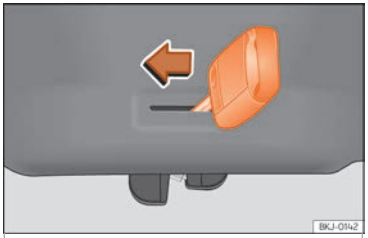

Fig. 95 Pormenor da bagageira: destrancagem de emergência.
• Introduza o palhetão da chave na ranhura e desloque a chave no sentido da seta até que a fechadura desbloqueie ››› Fig. 95.